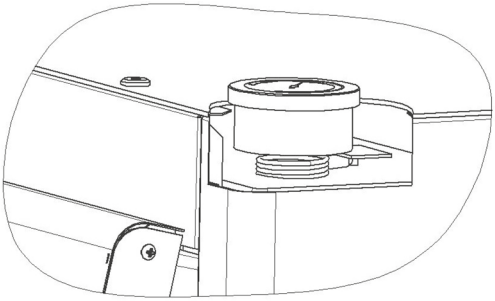

Рисунок 6.2
2. Зафиксировать термометр в отверстии крышки рис. 6.2